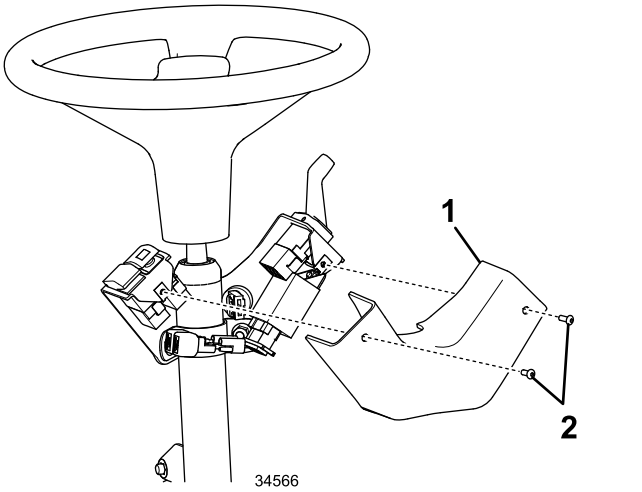

Figur 29
16. Montera kåpan på kolonnfästet med två sexkantsskruvar med runt huvud i enlighet med Figur 29.